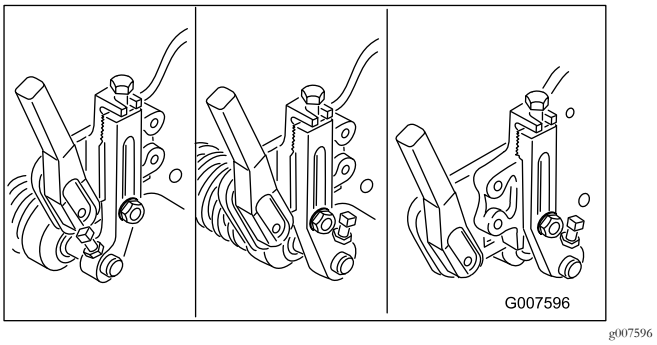

**Figur 51**
**Bemærk:** Frontrullen kan sættes i tre forskellige stillinger (Figur 51), afhængigt af brugerens anvendelsesformål og behov.